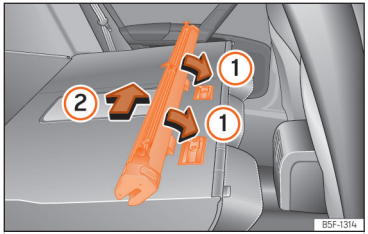

**Fig. 187** Assembling the net partition in the rear seat backrests.
- Place the net casing in the rail slots in the direction of the arrows ››› Fig. 187 ①.
- Push the casing towards the left side of the vehicle in the direction of arrow ››› Fig. 187 ② and as far as it will go.
- Pull the net casing out approximately 5 cm in the opposite direction to the arrow ››› Fig. 187 ②.
- Remove the casing from the rails by pulling in the opposite direction to the arrows ››› Fig. 187 ①.